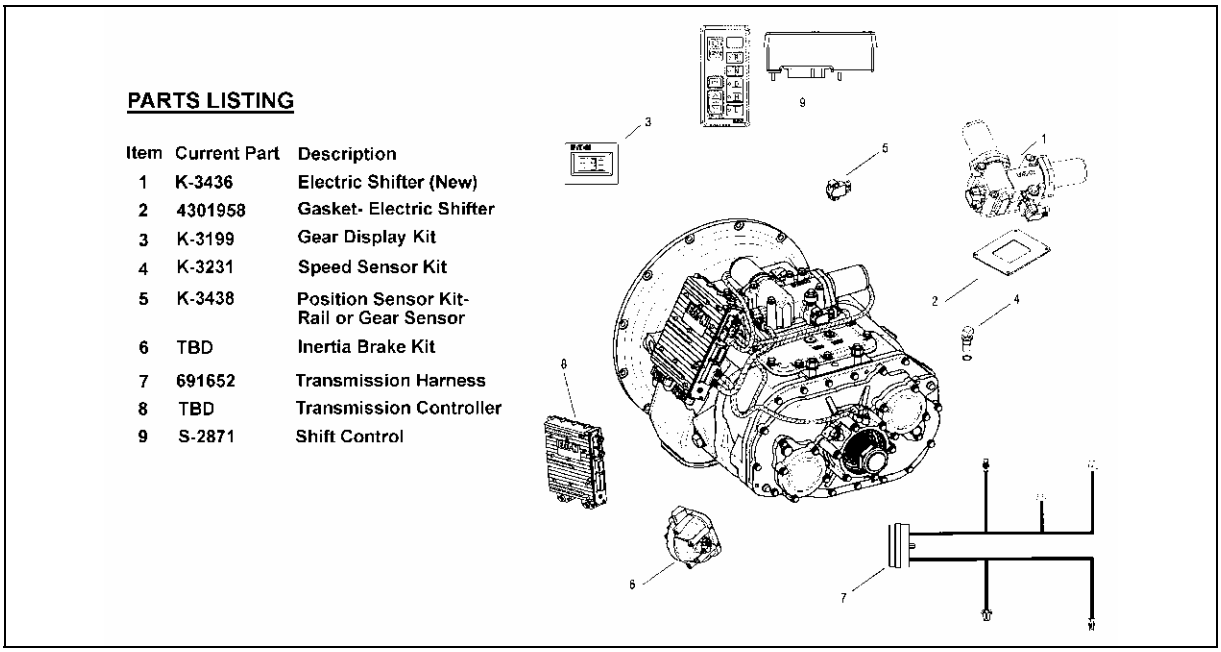

FIGURE 10: EATON TRANSMISSION MAIN PARTS LISTING 07061
To gain access to the dipstick, open the engine compartment rear doors ; dipstick is located on the radiator side of the engine (Fig. 10).
4. Insert the dipstick into the tube and then remove, checking the oil level reading (Fig. 10). Repeat the check procedure to verify the reading. If the oil reading is within the "Cold Run" band, the level is satisfactory for operating the transmission until the oil is hot enough to perform a "Hot Run" check. If the oil reading is not within the "Cold Run" band, add or drain oil as necessary to bring the level within the "Cold Run" band.